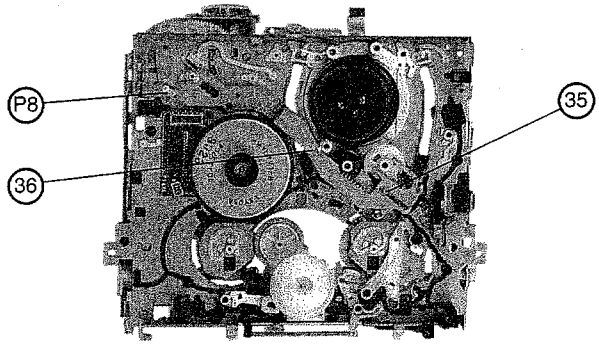

*fig. 15*
- Die Gleitschiene (40) einsetzen und die Feder (39) wieder anbringen.
- Fit lever (23) making sure that the nipple is fitted inside the hole on the rod (24).
- Position the rod (24) so that hole (H2) is exactly over the hole on the chassis.
- Fit lever (25) by inserting its nipple in the groove (G1).
- Fit slide rail (40) and spring (39).
*(Abb. 15 und 16)*
- Den Clip (35) entfernen und den Antriebshebel (36) der Ladearme abnehmen.
- Das Ende des Hebels (36) soweit in die Gleitschiene (P8) schieben, bis sich das Kennzeichen (M6) und der erste Zahn des Aufrollgetriebes einander gegenüberliegen.
*(fig. 15 and 16)*
- Remove clip (35) and remove the tape loading arm drive lever (36).